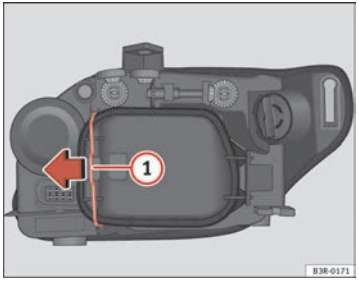

Fig. 206 Side light
Although it is not necessary, previously remove the rigid cover ⇒ page 272, fig. 206 for easier day light bulb changes. ■
- Move the brace ⇒ fig. 206 (1) in the direction of the arrow and remove the rigid cover, separating the brace side and then removing the two tabs from the other end of the cover.